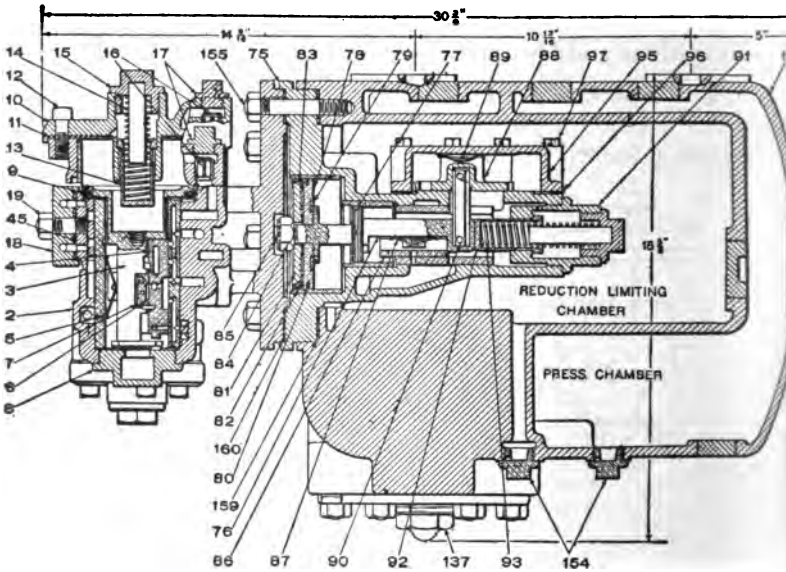

FIG. 125. NO. 3-E CONTROL VALVE. ACTUAL SECTION.
Q. Referring to Figs. 125 and 126, what are the names of the detail parts of the control valve?